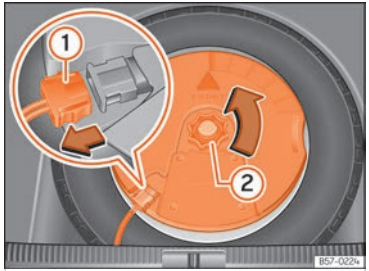

Fig. 222 Al maleter: desmuntar el subwoofer.
- Desconnecteu el cable de l'altaveu subwoofer ››› fig. 222 ①.
- Gireu la rodeta de fixació en sentit contrari a les agulles del rellotge ››› fig. 222 ②.